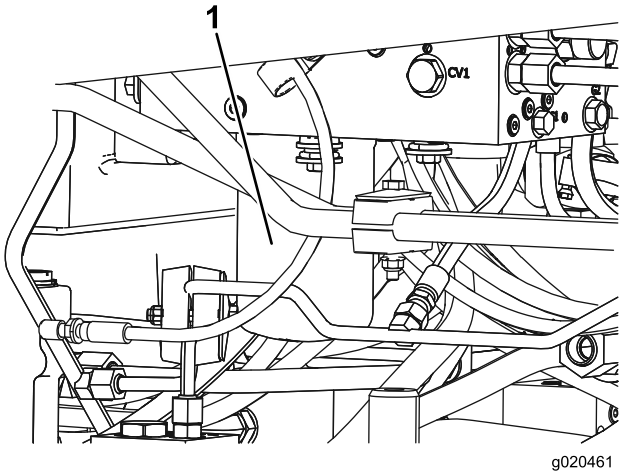

Figur 74
5. Upprepa proceduren för det andra filtret (Figur 74).